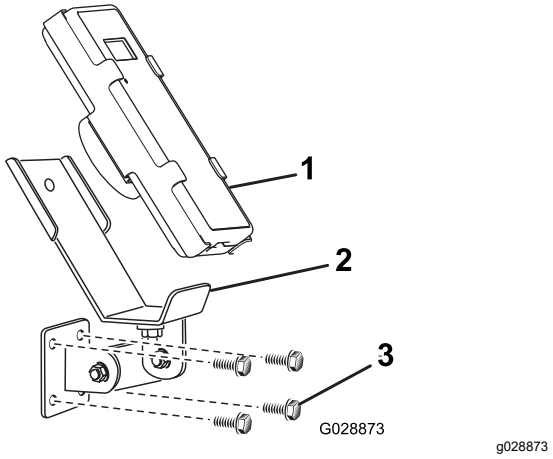
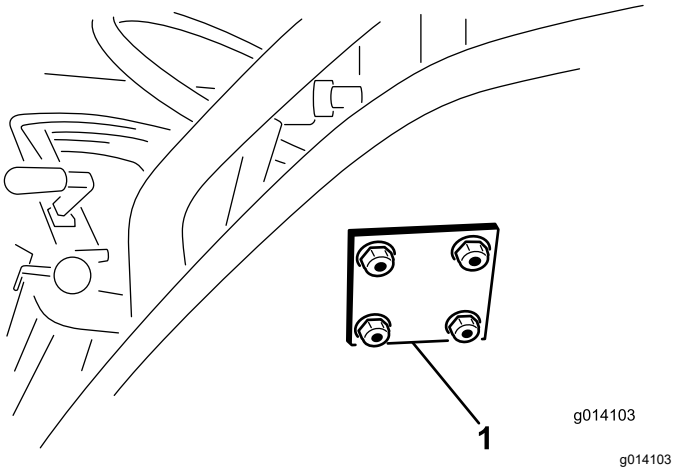

Figuur 10
Figuur 11
3. Bevestig de montagebeugel en de steunplaat met vier flenskopbouten (5/16" x 1½") en flensborgmoeren (Figuur 10 en Figuur 11).